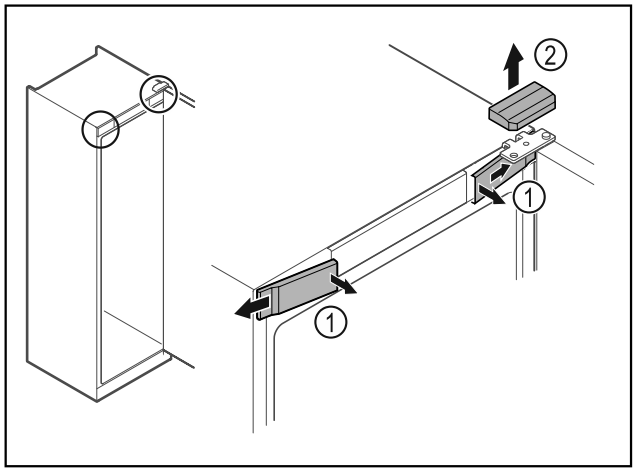

Fig. 4
- ▶ Deblocați apărătorile frontale din interior *Fig. 4 (1)* și detașați-le în lateral.
- ▶ Scoateți în sus *Fig. 4 (2)* apărătoarea.